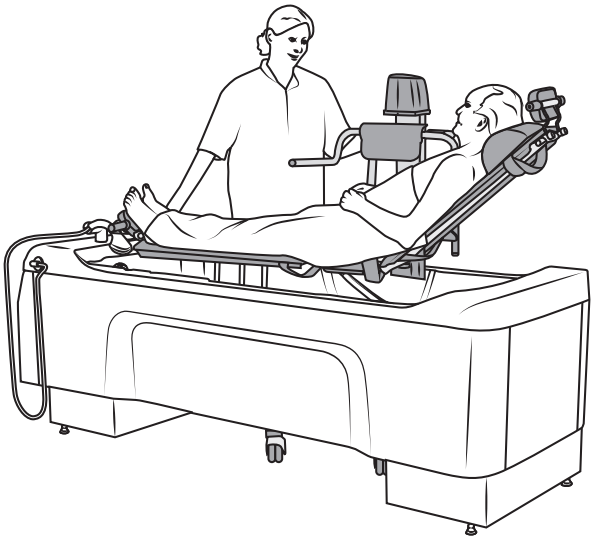

Afbeelding 41
6. Verplaats de badliftwagen met de zorgvrager tot boven de Classic Line 2 badkuip. Zie Afbeelding 41.